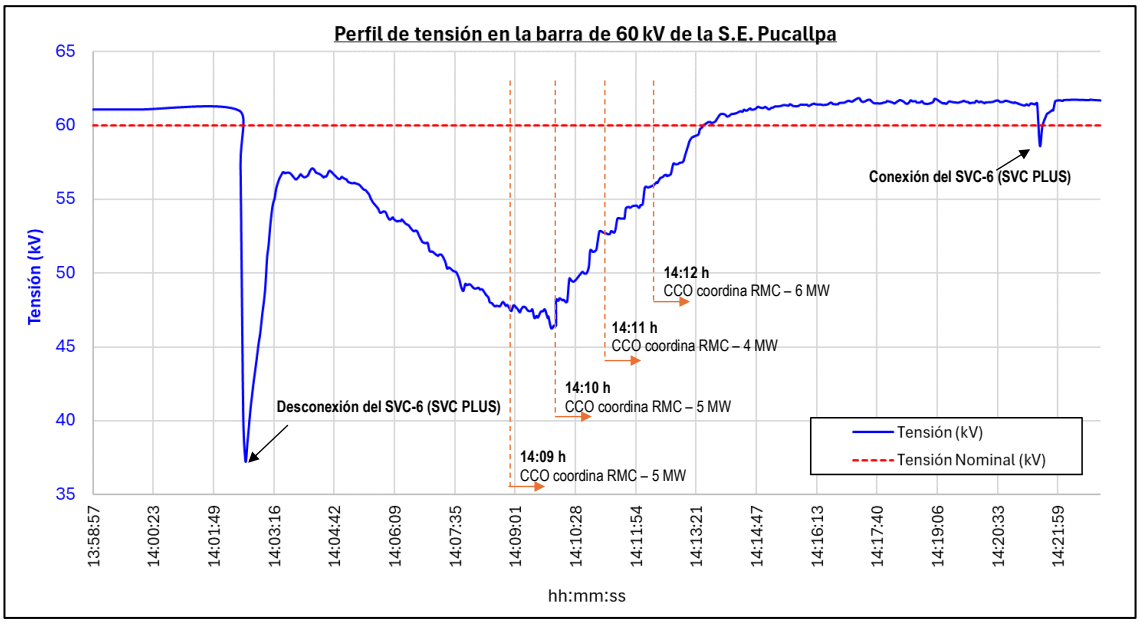

Figura 3. Perfil de tensión en la barra de 60 kV de la S.E. Pucallpa durante el Evento (Fuente: SCADA-COES)
11.3 Como consecuencia, la tensión en la barra de 60 kV de la S.E. Pucallpa disminuyó hasta 37,15 kV (0,60 p.u) a las 14:02 h (ver Figura 3). Al respecto, con la finalidad de regular el nivel de tensión, el CCO-COES coordinó las siguientes acciones: